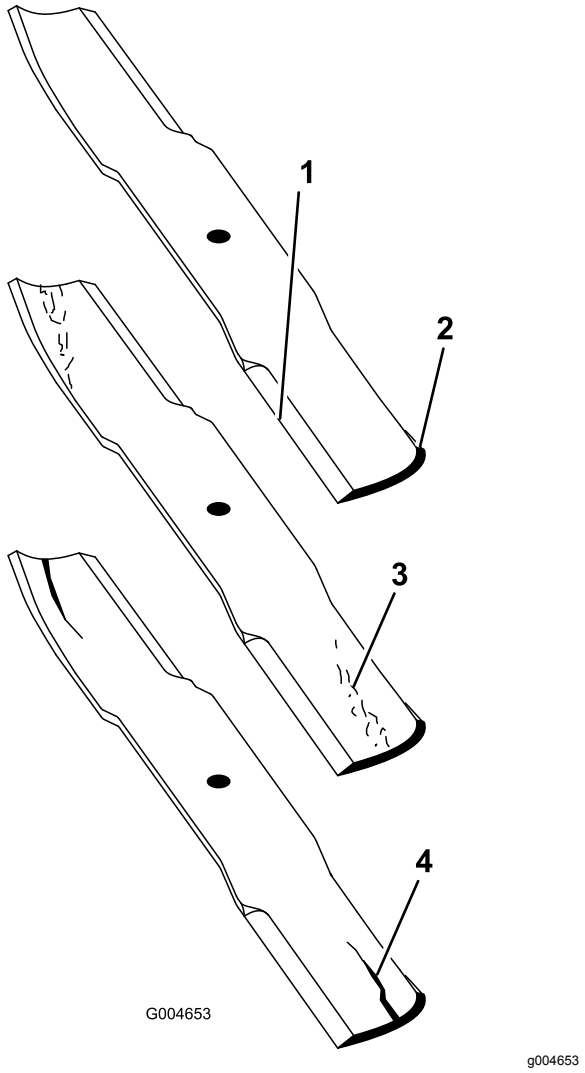

Figuur 111
2. Controleer nauwkeurig de uiteinden van het maaimes, in het bijzonder op de plaats waar het platte en het gebogen deel samenkomen (Figuur 111). Omdat het metaal dat het platte en het gebogen deel van het mes verbindt, kan wegslijten door zand en ander schurend materiaal, moet u dit steeds controleren voordat u gaat maaien. Als u een slijtplek ontdekt (Figuur 111), moet u het mes onmiddellijk vervangen.